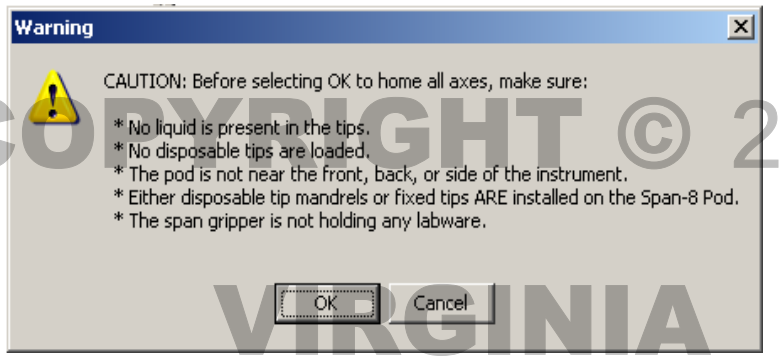

Figure 4. Home all axes prompt.
2.6.2.2 The robot will display the prompt shown in Figure 4.